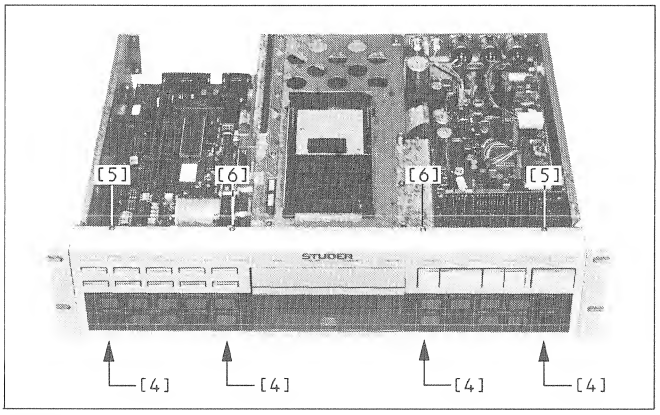
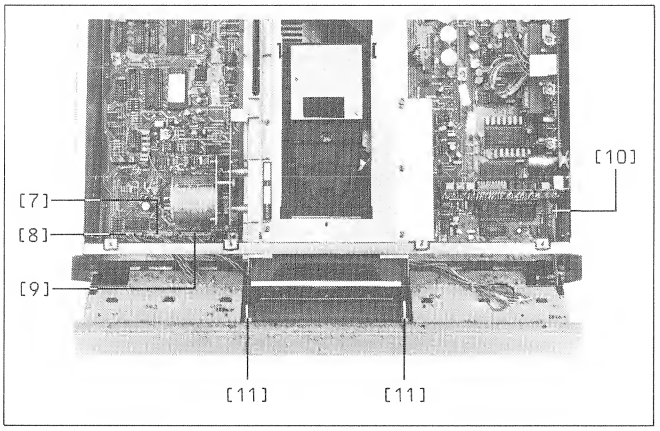

Fig. 2.3
Fig. 2.4
-> Fig. 2.3 / Fig. 2.4
-> Fig. 2.4